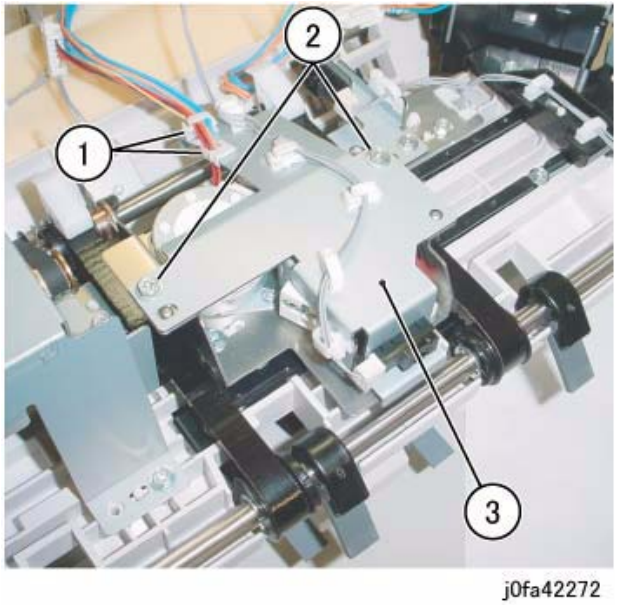

Figure 1 Removing the Bracket Assembly
4. Remove the Bracket Assembly (Figure 1):